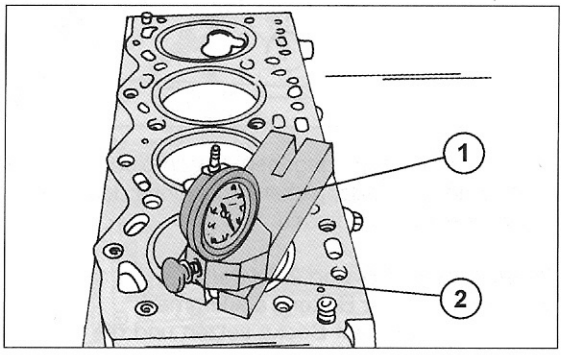

Bild 61
- Eine Messuhr mit einem Magnetes auf die gut gereinigte Zylinderblockfläche aufsetzen und den Taststift neben der Außenseite des Kolbens auf die Fläche drücken. Die Messuhr in dieser Stellung auf „Null" stellen. Dieser Messvorgang ist in Bild 61 gezeigt.